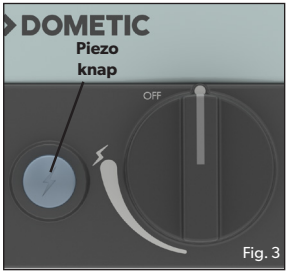

Fig. 3
- For at tænde for apparatet ved hjælp af piezo-tænderen skal du trykke og dreje kontrolknappen 90° mod uret, og derefter trykke på piezo-knappen for at tænde gassen (se fig. 3). Hvis gassen ikke antændes ved den første gnist, skal du dreje kontrolknappen tilbage til dens "OFF"-position. Prøv igen ved at trykke og dreje kontrolknappen mod uret og trykke på piezoknappen for at antænde gassen. Hvis gassen ikke er antændt inden for de første to til tre sekunder, skal du lukke kontrolventilen ved at dreje kontrolknappen tilbage til dens "OFF"-position.